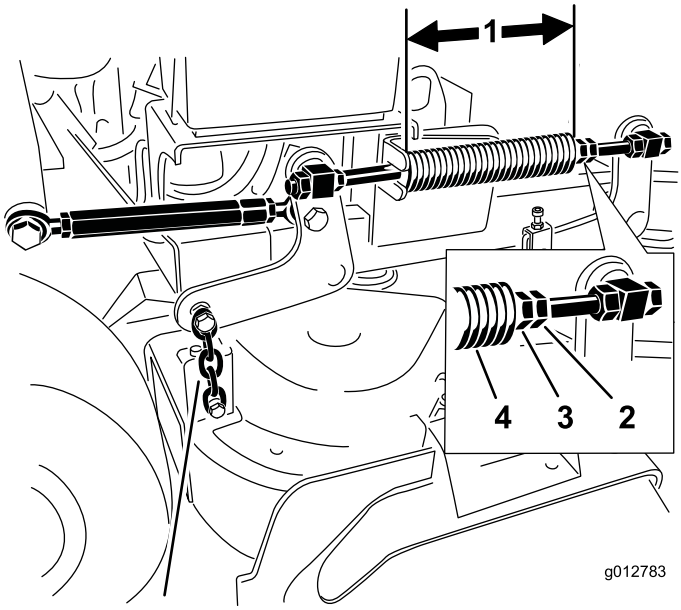

Figura 89
2. Compruebe la longitud del muelle de compresión. La longitud nominal es de 28,2 cm para carcasas de corte de 91 cm y 25,7 cm para carcasas de corte de 102 cm (Figura 89).
3. Ajuste esta distancia aflojando la contratuerca elástica y girando la tuerca que está delante de cada muelle (Figura 89).
4. Fije la tuerca en la posición deseada apretando la contratuerca elástica (Figura 89).